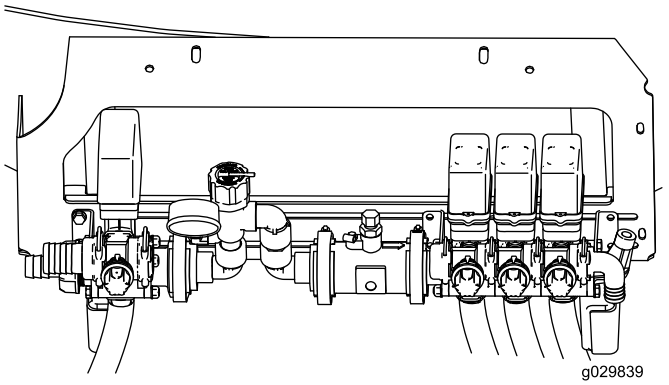

図 4
11. フローメータが圧力逃がしアセンブリと面一になるように、フローメータ個別バルブアセンブリを慎重に移動させる図 4。